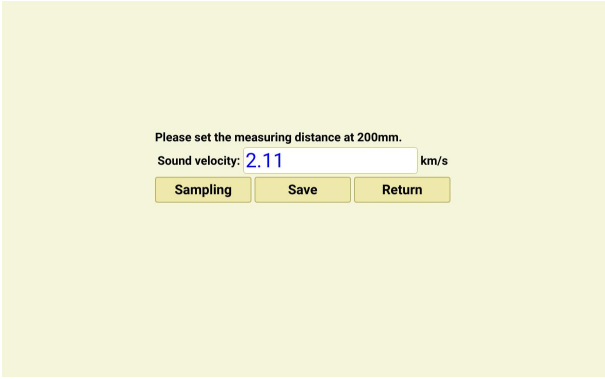

Figure 3-4 Sound speed test box
- (c) Click the measurement sound speed button in the lower left corner of the screen to pop up the sound speed test box, as shown in Figure 3-4. Click on the sample to obtain the sound velocity value of the cracked part to be tested;